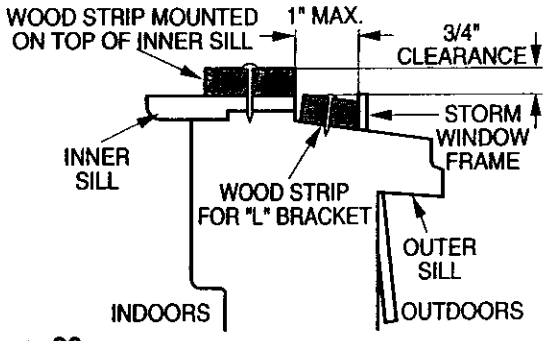

Figure 80
- If storm window presents interference, fasten a 2" wide wood strip to inner window sill across the full width of the sill. Wood strip should be thick enough to raise the height of the window sill so that the unit can be installed without interference by the storm window frame. See Figure 80.
- Install a second wood strip (approximately 6" long 1" wide and same thickness as first strip) in the center of the outer sill flush against the back of the inner sill. This will raise the **L** bracket as shown in Figure 80.